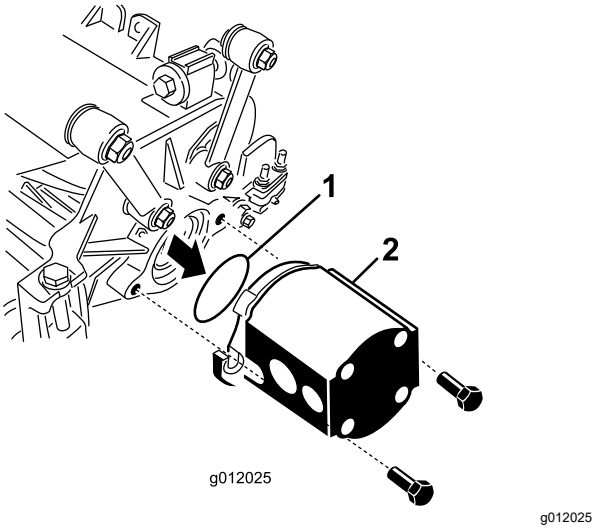

Rysunek 24
5. Na kołnierz silnika hydraulicznego zakładamy o-ring dostarczony z zespołem tnącym (Rysunek 24).
6. Zamocuj silnik na napędzanym końcu zespołu tnącego i przykręć go 2 śrubami niewypadającymi dostarczonymi z zespołem tnącym (Rysunek 24).